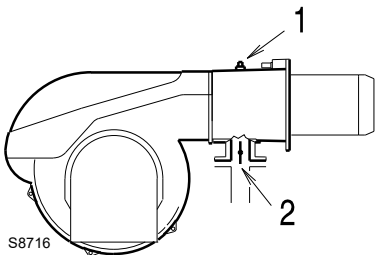

Fig. 19
Tab. L allows to identify the power delivered by the burner based on the pressure measured at the test point 1)(Fig. 19).
Gas pressure measured at the test point 1)(Fig. 19), with:
– subtract the combustion chamber pressure from the gas pressure measured at test point 1)(Fig. 19).